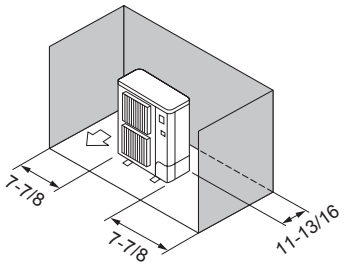

Fig. 2-7
③ Obstáculos en la parte trasera y los laterales (Fig. 2-7)